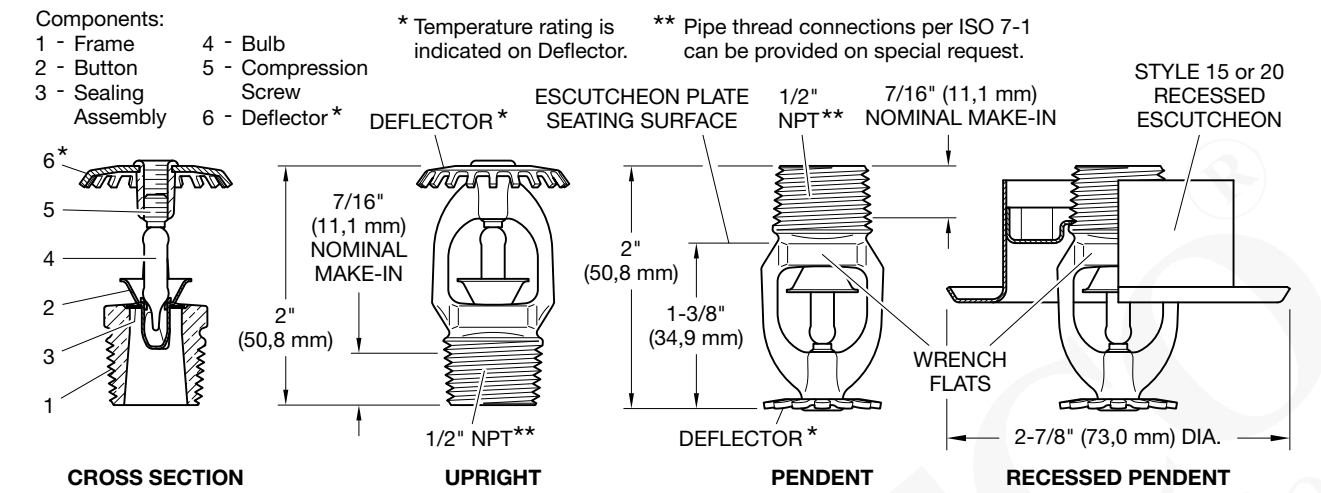
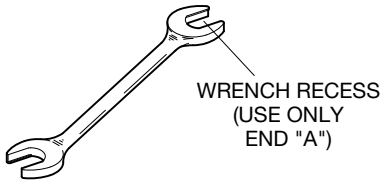
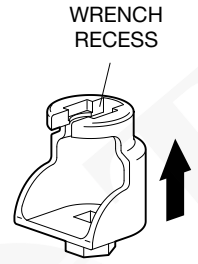

***FIGURE 1***
***FIGURE 2***
***FIGURE 3***
| 5.6 1/2 in. NPT | Upright TY315 and Pendent TY325 See Figure 1 | 135°F (57°C) | Orange | 1, 2, 3, 4, 5, 6 | | |
**Step 3.** Tighten the sprinkler into the sprinkler fitting using only the W-Type 6 Sprinkler Wrench as shown in Figure 2. Apply the W-Type 6 Sprinkler Wrench to the wrench flats as shown in Figure 1. Torque the sprinklers 7 to 14 lb-ft (9,5 to 19,0 N·m).
**Step B.** Tighten the sprinkler into the sprinkler fitting using only the W-Type 7 Recessed Sprinkler Wrench (Figure 3). Apply the W-Type 7 Recessed Sprinkler Wrench to the sprinkler wrench flats as shown in Figure 1. Torque the sprinklers 7 to 14 lb-ft (9,5 to 19,0 N·m).